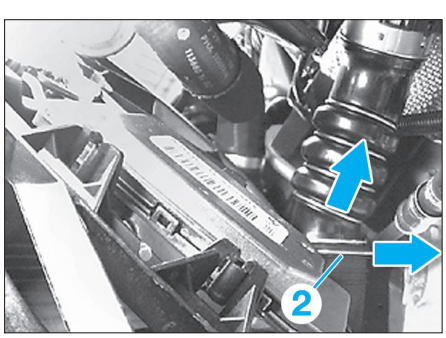

Fig. 77
• Déverrouiller en (2) les 2 conduits arrivant à l'échangeur comme illustré **(Fig.77)**.